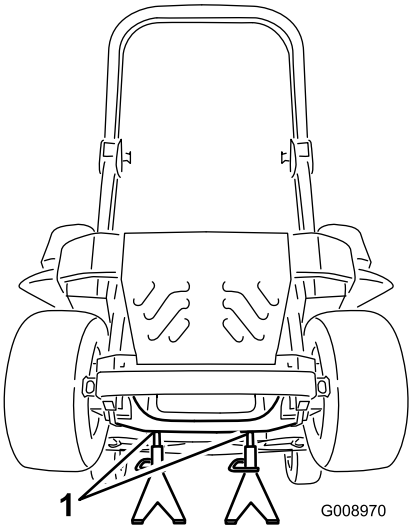

Figur 83
3. Höj upp maskinen och stötta upp den med domkrafter (Figur 83).
9. Ta bort domkrafterna och sänk ner maskinen (Figur 83).